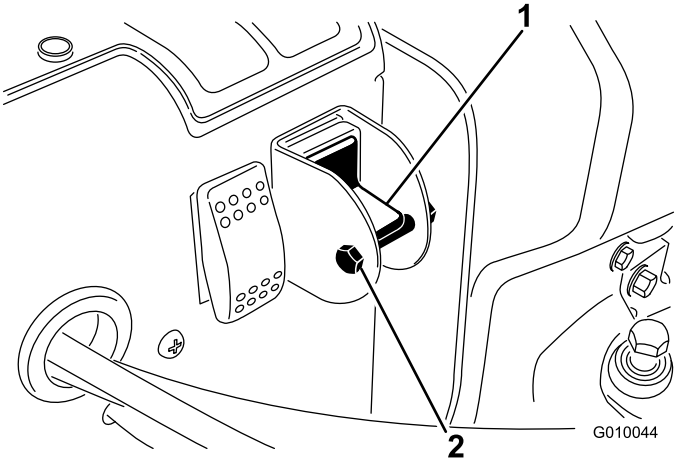

Rysunek 29
3. Odkręć śrubę i nakrętkę zabezpieczającą z przełącznika (Rysunek 29).